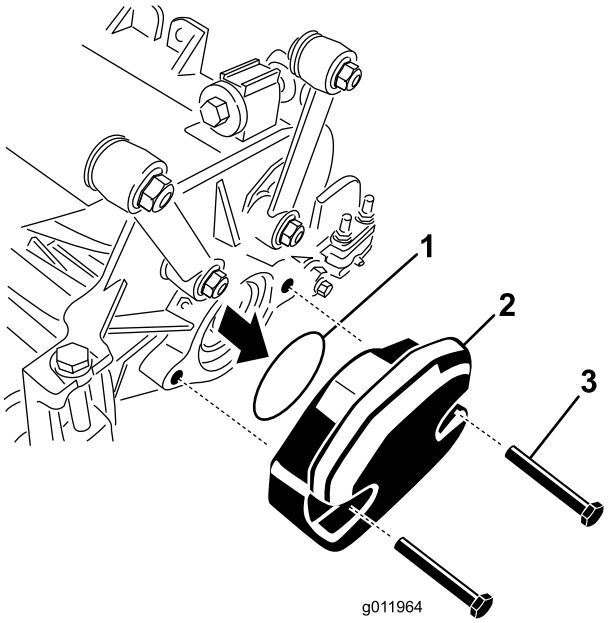

Figura 23
2. Retire el peso y la junta tórica (Figura 23) del extremo interior de la unidad de corte derecha.